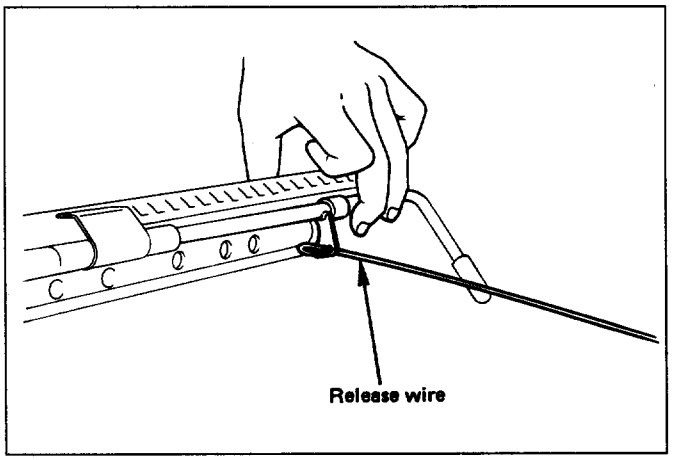

Fig. 10-188
- Disconnect the release wire and remove the fixing bolts (Fig. 10-188).